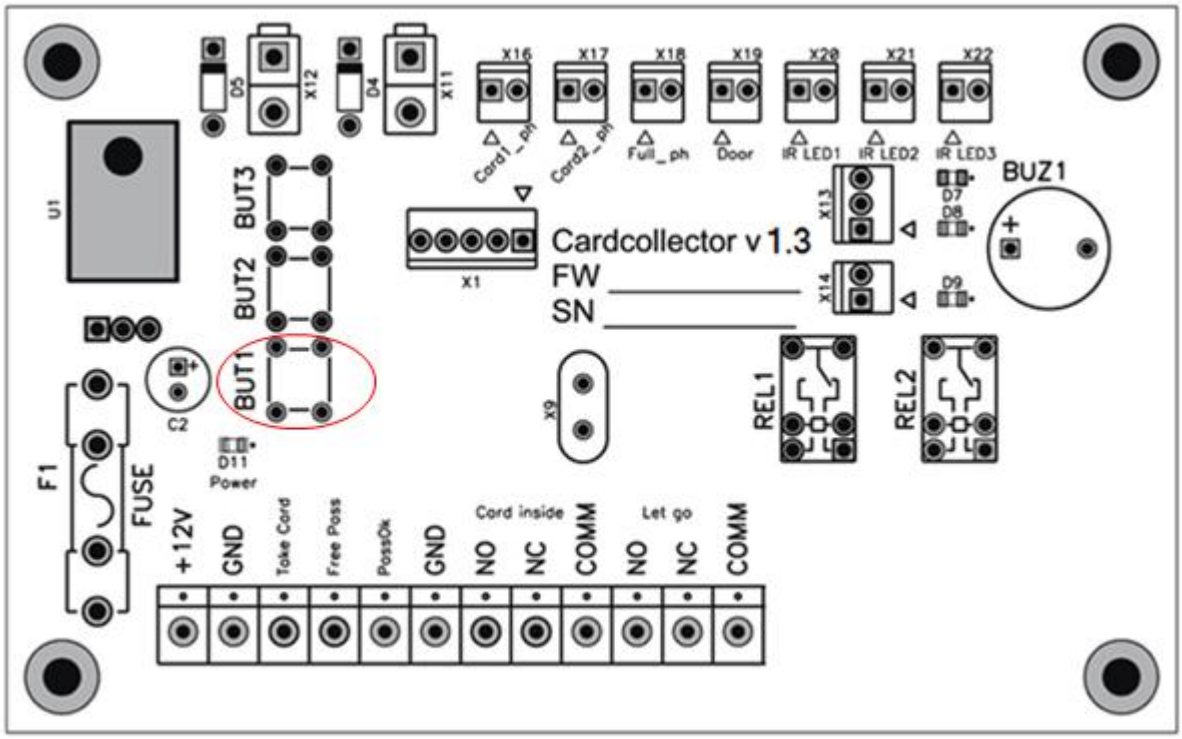

Рисунок 5 – Внешний вид платы картоприемника
2) нажмите и удерживайте кнопку BUT1 на плате картоприемника (рисунок 5). При нажатой кнопке шторка картоприемника принудительно открывается и звучит непрерывный звуковой сигнал;